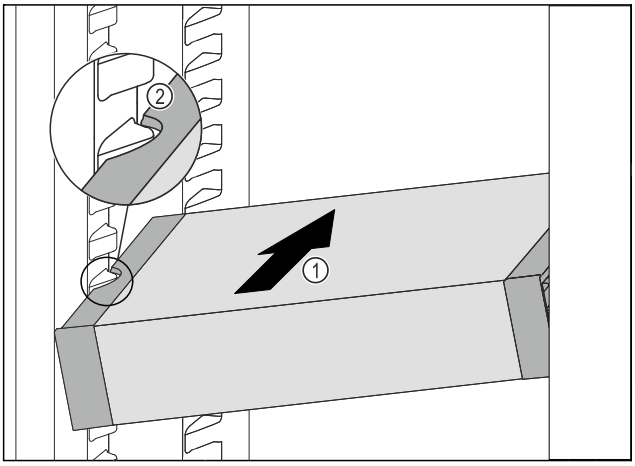

Fig. 104
▶ A VarioSafe fiókot ferdén tolja be a hűtőrészbe *Fig. 104 (1)* annyira, hogy a VarioSafe oldalsó kivágásai *Fig. 104 (2)* a hűtőrészben a tartóborda magasságában legyenek.